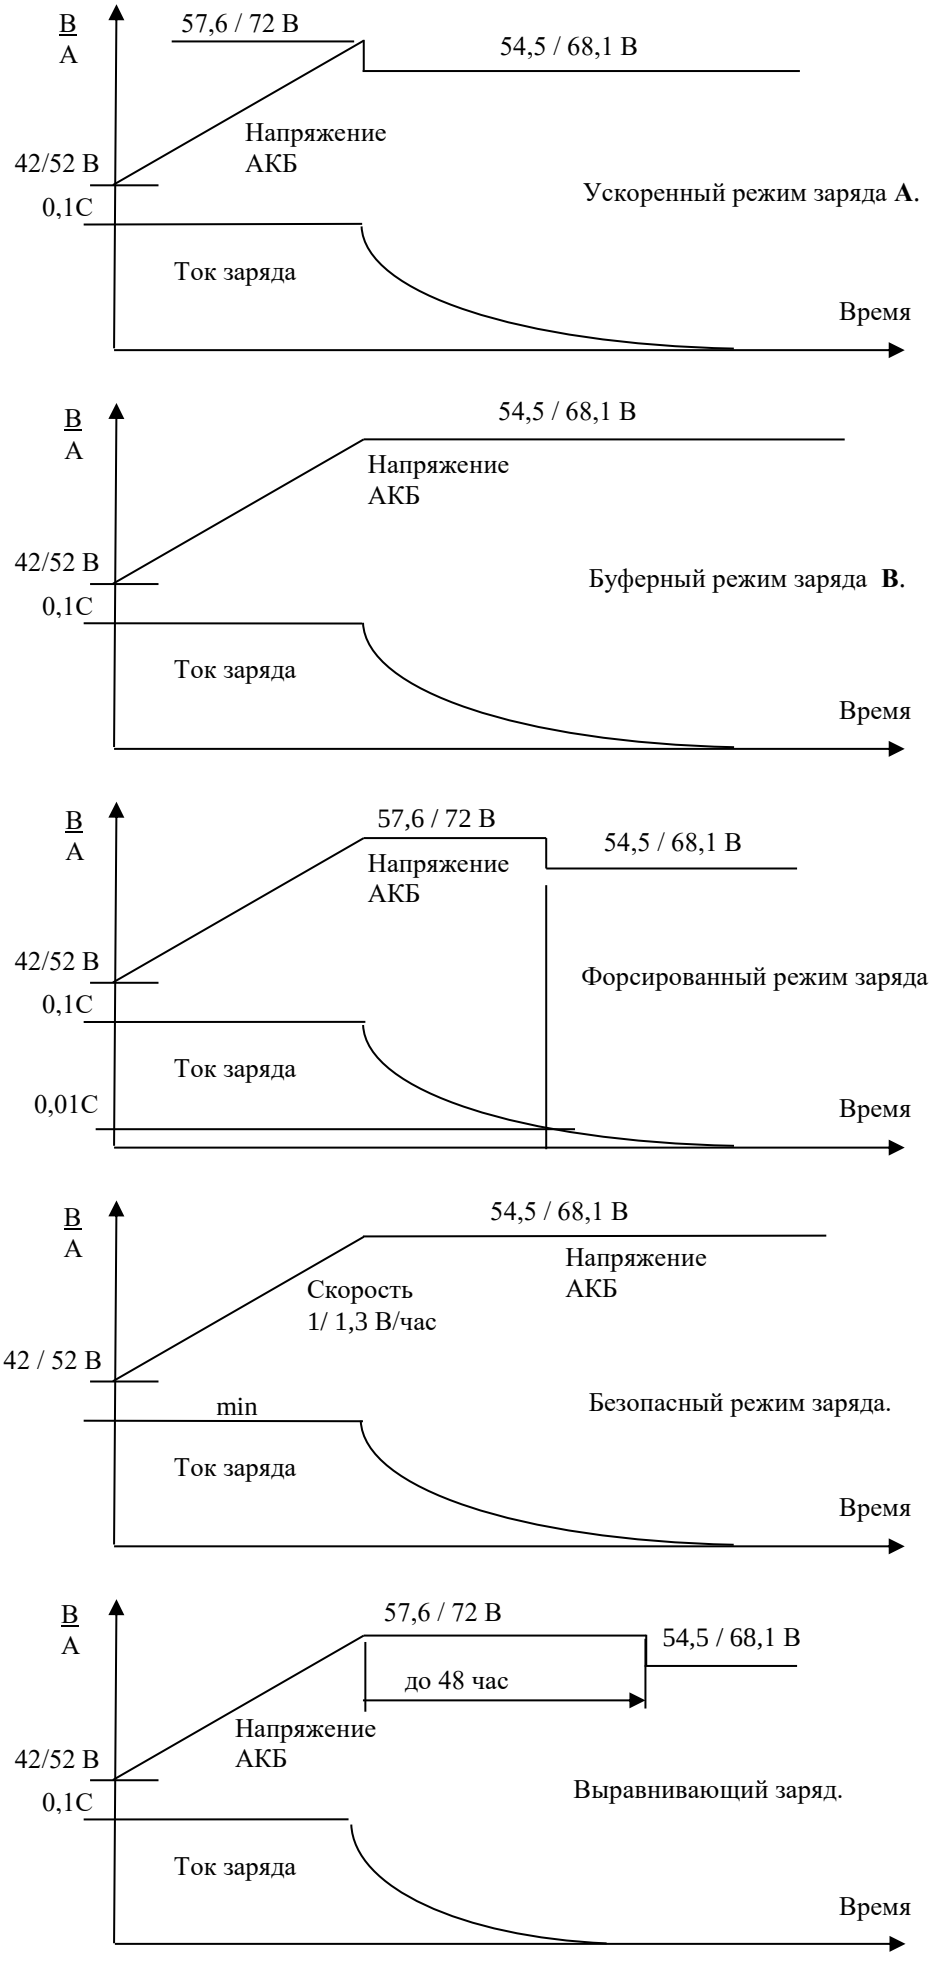

Рис. 4. Режимы заряда АБ.
1. При установленном модуле RC–01 контактор **LVBD** включен управляющим сигналом модуля. По включению сетевого питания выпрямители устанавливают выходное напряжение, равное напряжению АБ. Включается один из следующих режимов заряда (рис. 4):